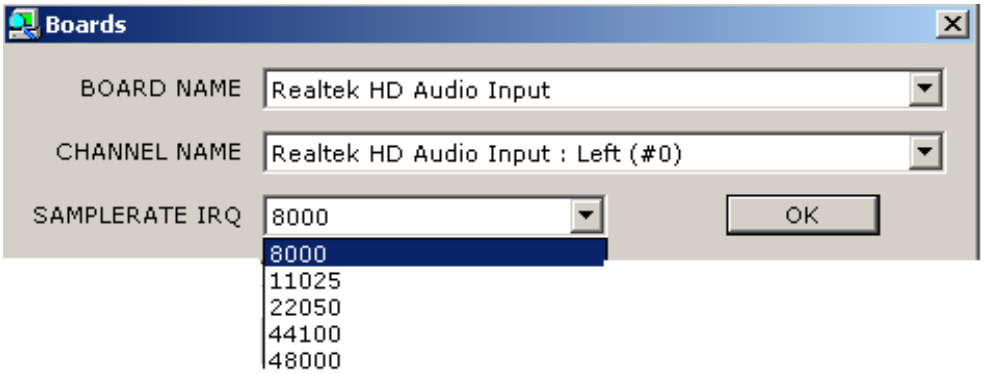

Figure 12.13-7 Changing the «SAMPLERATE IRQ»
4. Select the rate of audio signal digitization from the dropdown list «SAMPLERATE IRQ»(Figure 12.13-7).